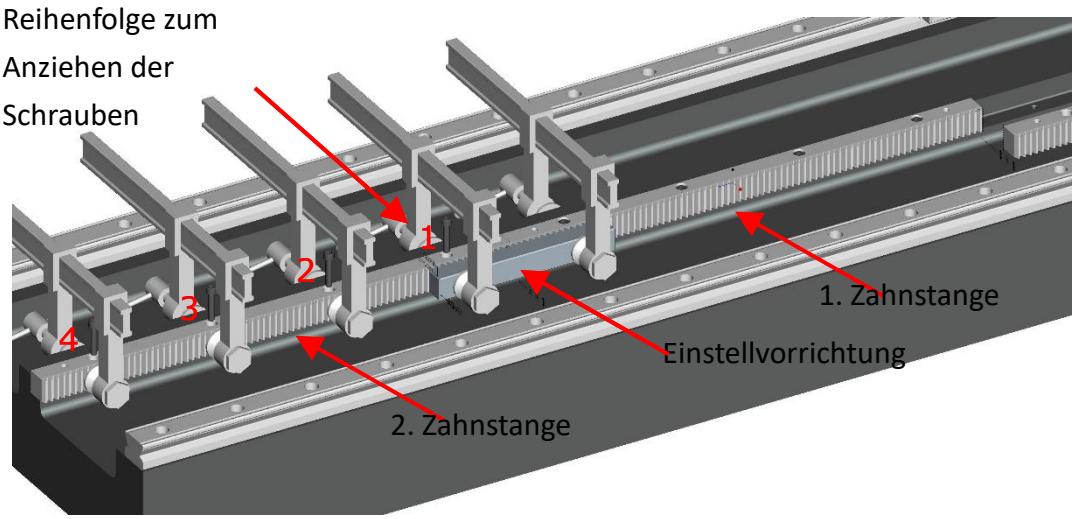

Abb. 9
5.3.5 Ziehen Sie Gemäß Abb. 9 die 1. Schraube neben der Spannvorrichtung mit dem Nenndrehmoment von 50% an. Wenn der korrekte Spalt zwischen den Zahnstangen eingestellt ist, ziehen Sie die Schrauben mit dem vorgeschriebenen Moment an.